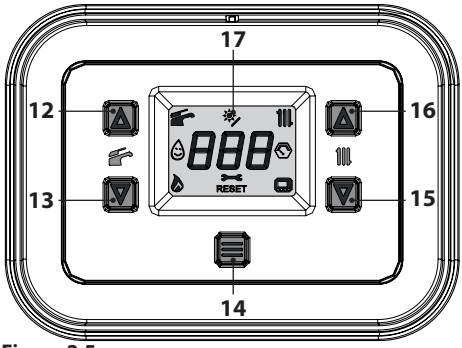

Figure 2.5
- Press button 14 for 1 second until the symbol appears on the display (Figure 2.5).
The heating delivery temperature of the hot water can be adjusted using the buttons 15 (decrease) and 16 (increase) (Figure 2.5) to between a minimum of approx. 25°C and a maximum of approx. 80°C. The first time one of those buttons is pressed, the "set" value is displayed. The second time it is pressed this can be changed.
If the room temperature is not comfortable, you can increase or decrease the heating system delivery temperature by ± 15°C using the 15 (decrease) and 16 (increase) buttons (Figure 2.5).
The domestic hot water temperature can be adjusted using the 12 (increase) and 13 (decrease) buttons (Figure 2.5) from a minimum of approx. 35°C to a maximum of approx. 60°C. The first time one of these two buttons is pressed, the "set" value is displayed. The second time it is pressed, the value can be changed.